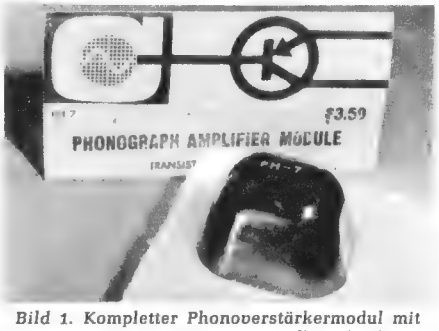
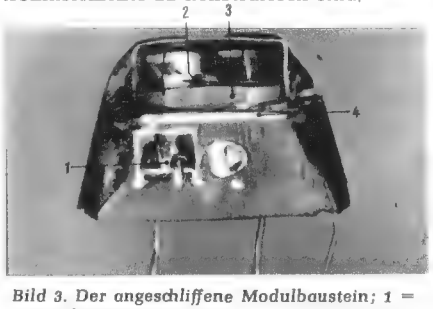

Bild 1. Kompletter Phonoverstärkermodul mit 2 W Ausgangsleistung für Kristalltonabnehmer
Bild 3. Der angeschliffene Modulbaustein; 1 = Vorstufentransistorsystem, 2 = Leistungstransistor, 3 = Kupfergrundplatte, 4 = Kühlblech
Wie ein etwas groß geratener Malzbonbon sehen die Modulbausteine der amerikanischen Firma *Cordover* aus. Dabei enthält ein solcher Modul einen kompletten Verstärker mit Ausgangsleistungen bis zu 2 W. *Bild 1* zeigt mit einem Teil der Verpackung den Phonoverstärkermodul Typ PH-7. Dieser Baustein enthält alle Schaltelemente eines Plattenspielerverstärkers für Kristalltonabnehmer und ist sofort betriebsbereit. Man kann hier von einem Verstärkervierpol sprechen, der wirklich nur noch als „schwarzer Kasten" erscheint.
Der Modul ist mit einer äußerst zähen schlagfesten Kunststoffmasse umhüllt. Aus Wissensdrang (oder Neugierde) wurde nach der Fotoaufnahme Bild 1 versucht, das Innere dieses Moduls zu ergründen. Dazu wurde er mit Hilfe einer Karborundum-Schleifscheibe vorsichtig angeschliffen. *Bild 3* zeigt das Ergebnis. Im Unterteil ist ein kleiner Vorstufentransistor 1 freigelegt worden. Die Kuppe des Moduls wird von einem Leistungstransistor 2 gebildet. Er enthält im Innern seines Gehäuses einen etwa 2 mm dicken Kupferkühlklotz von rund 18 mm Durchmesser (3). Außerdem befindet sich darunter nochmals ein Kühlblech 4, das fast den ganzen Querschnitt des Moduls ausfüllt.